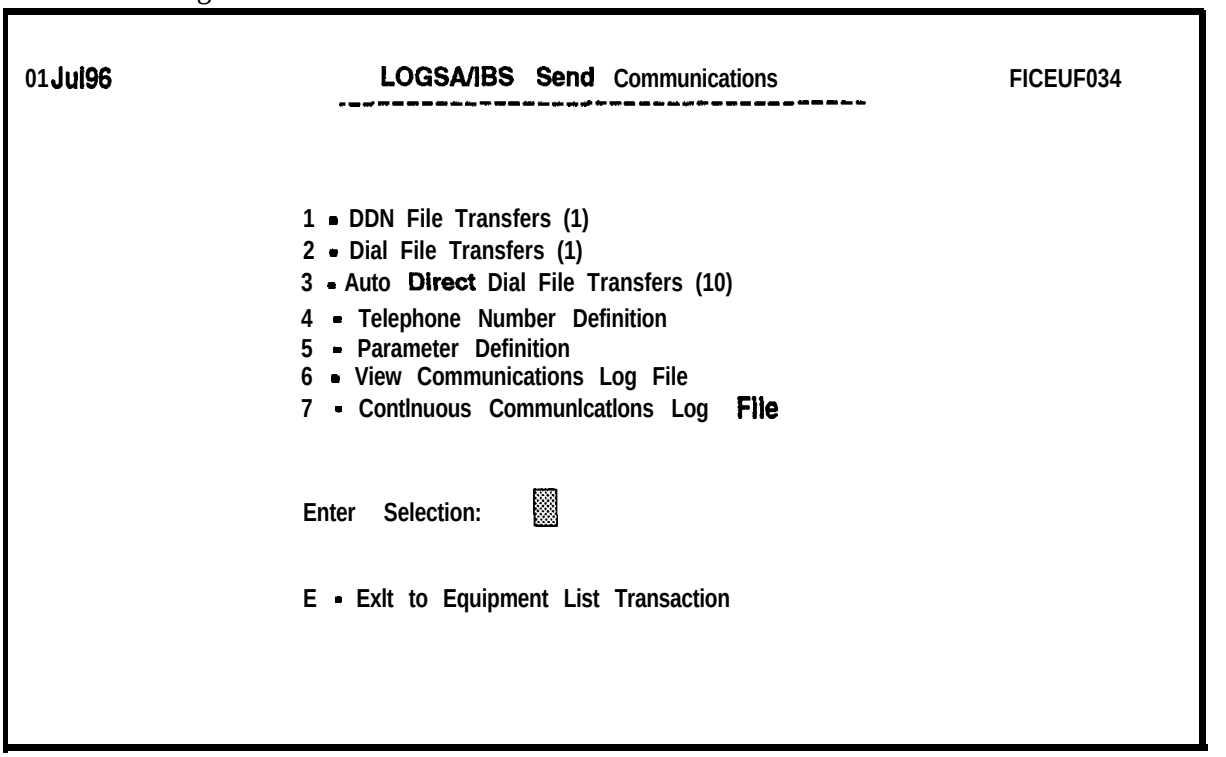

Figure 6-28. LOGSA/IBS Send Communications Menu
(1) Enter y in response to this prompt if you want to send the report to both LOGSA and IBS. The LOGSA/IBS Send Communications menu will be displayed as shown in Figure 6-28.
(2) Enter n in response to this prompt if you want to send the report only to LOGSA. The LOGSA/IBS Send Communications menu will be displayed as shown in Figure 6-28.